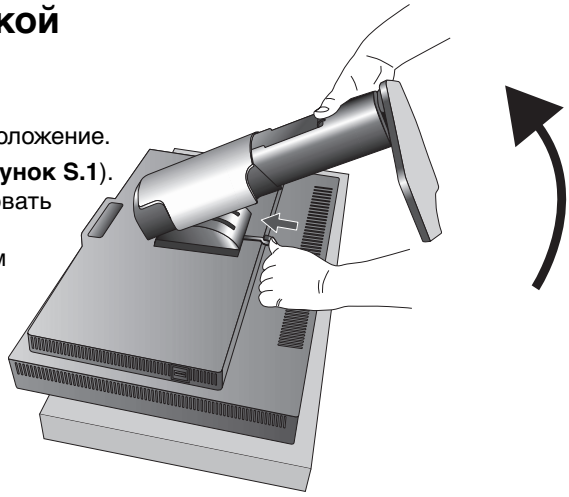

Рисунок S.1
3. Положите монитор экраном вниз на неабразивную поверхность (**Рисунок S.1**). Ни в коем случае нельзя надавливать или иным образом воздействовать на встроенный датчик передней панели. Во избежание подобной ситуации положите монитор на стол экраном вниз так, чтобы встроенный датчик передней панели находился за пределами стола (**Рисунок S.1**).
4. Возьмитесь одной рукой за основание, а другой за защелку. Надавите на защелку в направлении, указанном стрелками, и удерживайте ее (**Рисунок S.1**).
5. Поднимите подставку, чтобы отсоединить ее от монитора (**Рисунок S.1**). Теперь монитор можно установить другим способом. Повторите процесс в обратном порядке, чтобы снова подсоединить подставку.